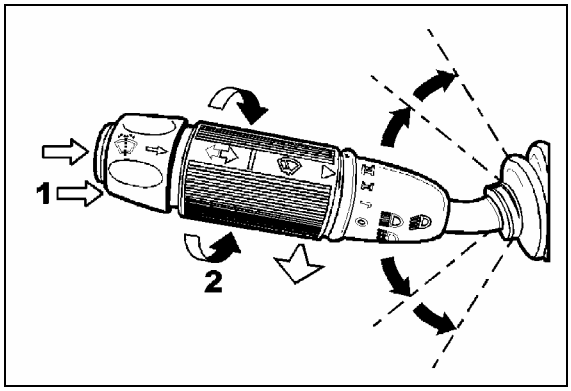

FIGURE 30: MULTIFUNCTION LEVER 23133
Turn the multifunction lever forward to activate windshield wipers (item 2, fig. 30). The first position operates the wipers at low speed and the second position operates the wipers at high speed. Turning the lever backwards will operate the wipers in the intermittent mode.
The windshield washer pumps are electrically operated and are controlled by a washer control ring on the multifunction lever (item 1, fig. 30).